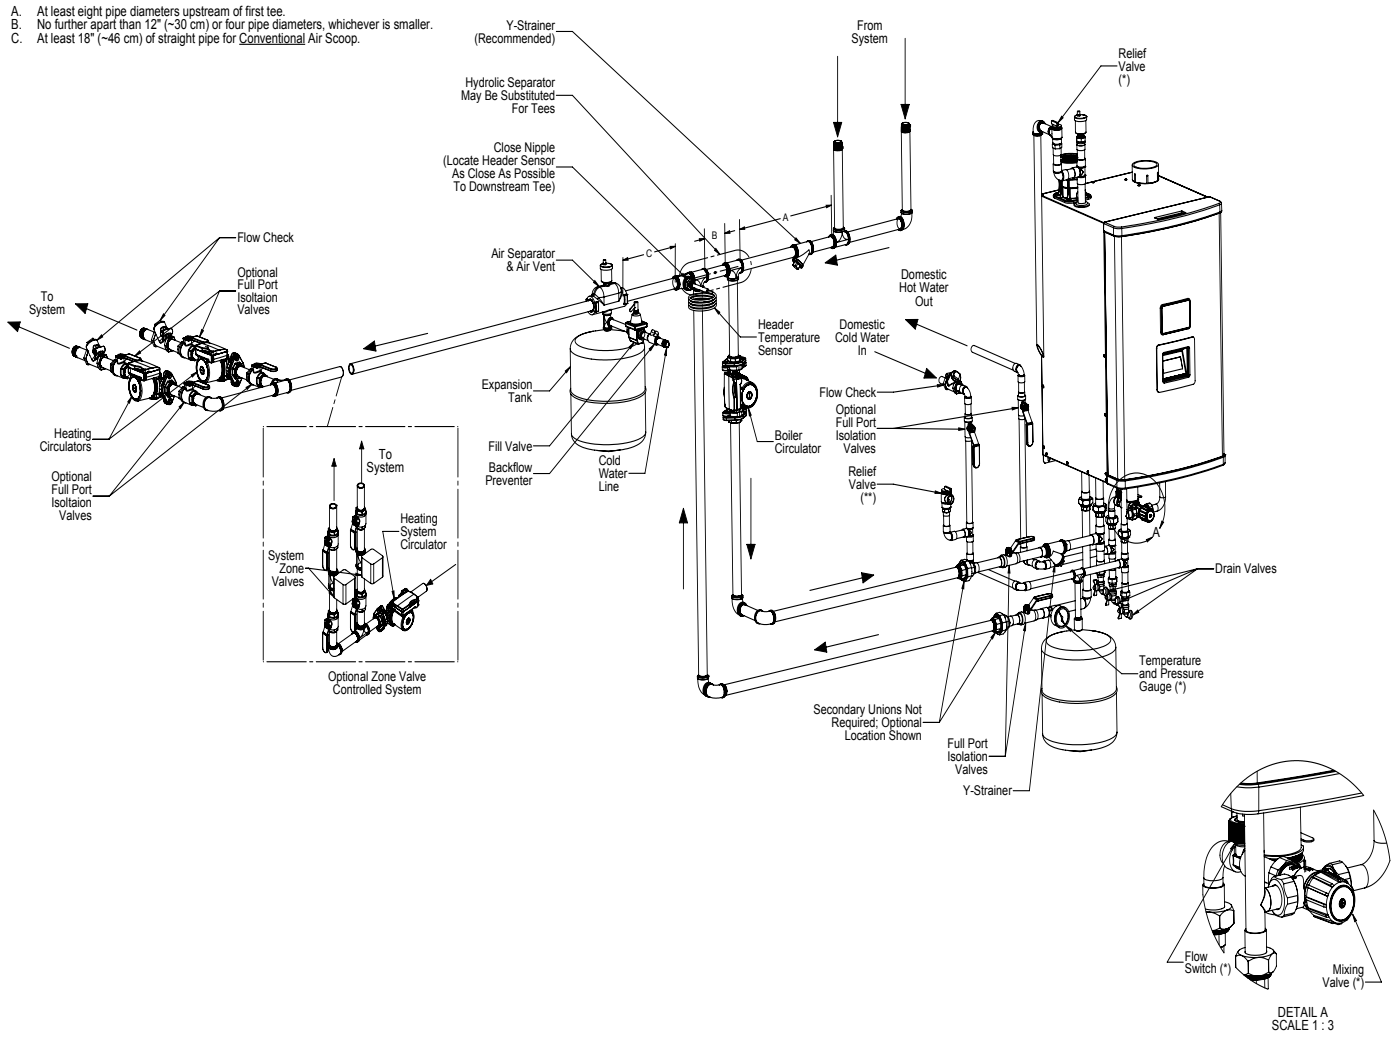

Figure C.2: Domestic and Space Heating Piping Diagram for RPTR155CB
3. Install 30psi relief and air vent at top of boiler shown in Figure C.2. Please note there is no top and bottom supply/return connection available on combi 155 boiler, only bottom supply and return piping.
4. Install DHW piping included in miscellaneous parts carton. See pages 172 for DHW pipe assembly. Correctly pipe domestic side in/out connections using check valve, relief valve, and expansion tank as described in Figure C.2.
3. Install remaining domestic piping per Figure C.2 ensuring that check valve, relief valve, and expansion tank are installed on domestic side per local codes.
15. Connect near boiler heating system water lines per diagram Figure C.2. Follow general piping instructions in the “System Piping” Section of this manual.
17. Connect to incoming domestic cold water and building domestic hot water systems. Refer to Figure C.2.